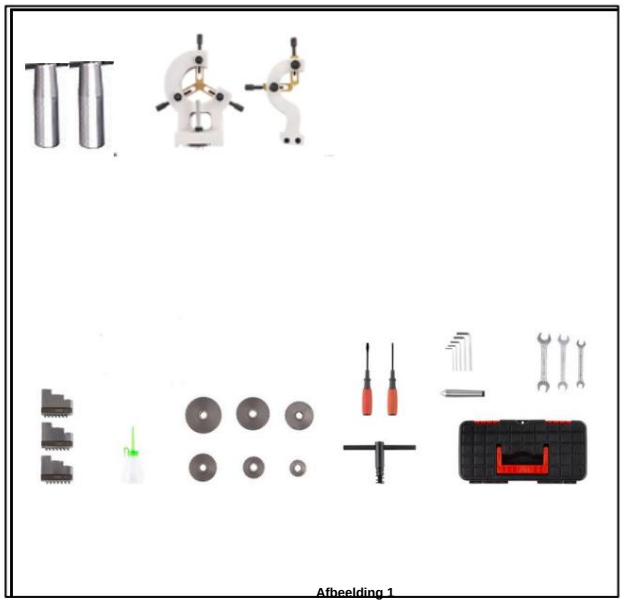

Afbeelding 1
INHOUD VAN DE GEREEDSCHAPSKIST (Fig. 1)
8. Samengestelde rust-traversehendel (E, Afb. 1 1)